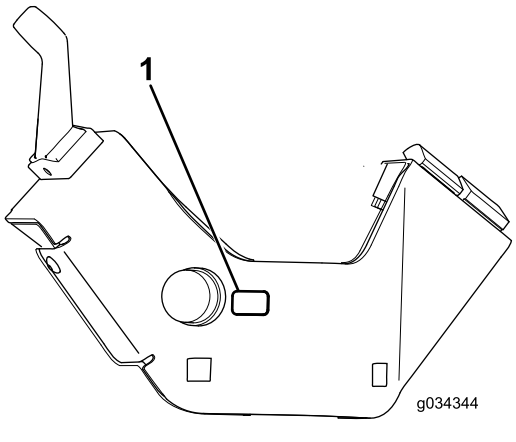

Figure 13
2. Install the horn decal (Part No. 104-6957) as shown in Figure 13.